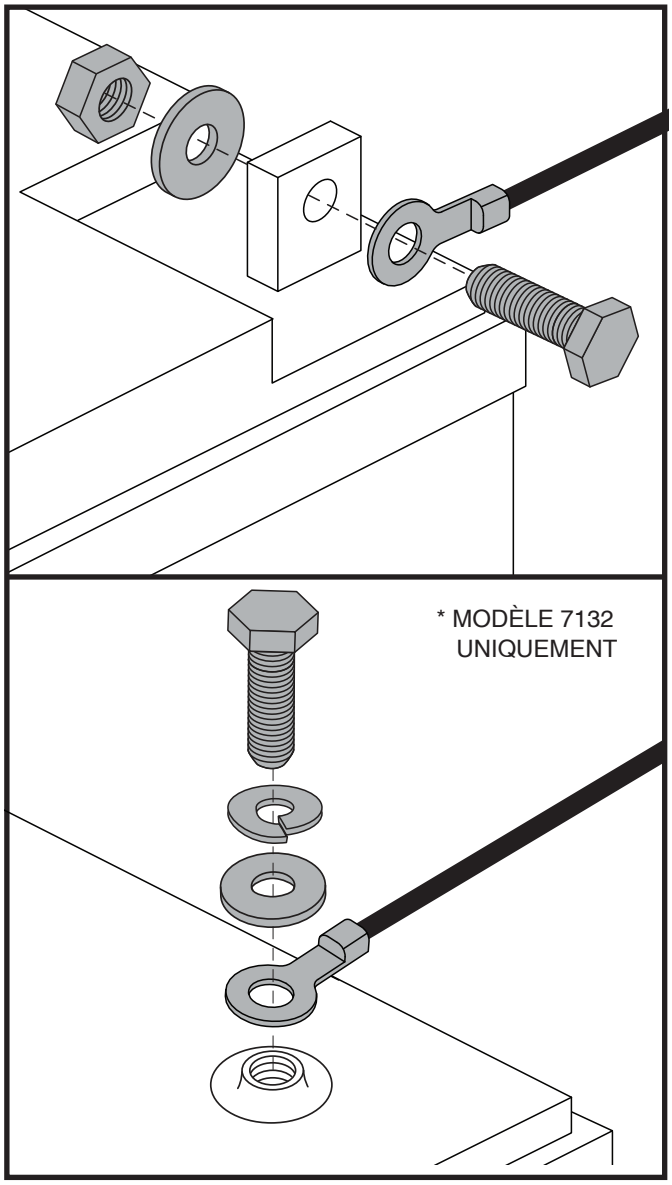

Figure 16. Batterie Borne Matériel
4. Débranchez les câbles des bornes des batteries en soulevant la couvercles des bornes et en désserrant le boulon et l'écrou sur chaque borne. **Voir la figure 16.**
MISE EN GARDE! En cas d'urgence, les batteries peuvent être rapidement déconnectées en tirant vers l'AVANT sur la sangle de déconnexion d'urgence de la batterie. Faites attention. Sachez que couper l'alimentation du scooter peut provoquer un arrêt brusque du scooter. Pour libérer l'arrêt d'urgence et restaurer la capacité de conduite du scooter, retirez le siège et le carénage de la batterie, puis rebranchez le connecteur de la batterie comme illustré à la Figure 16.